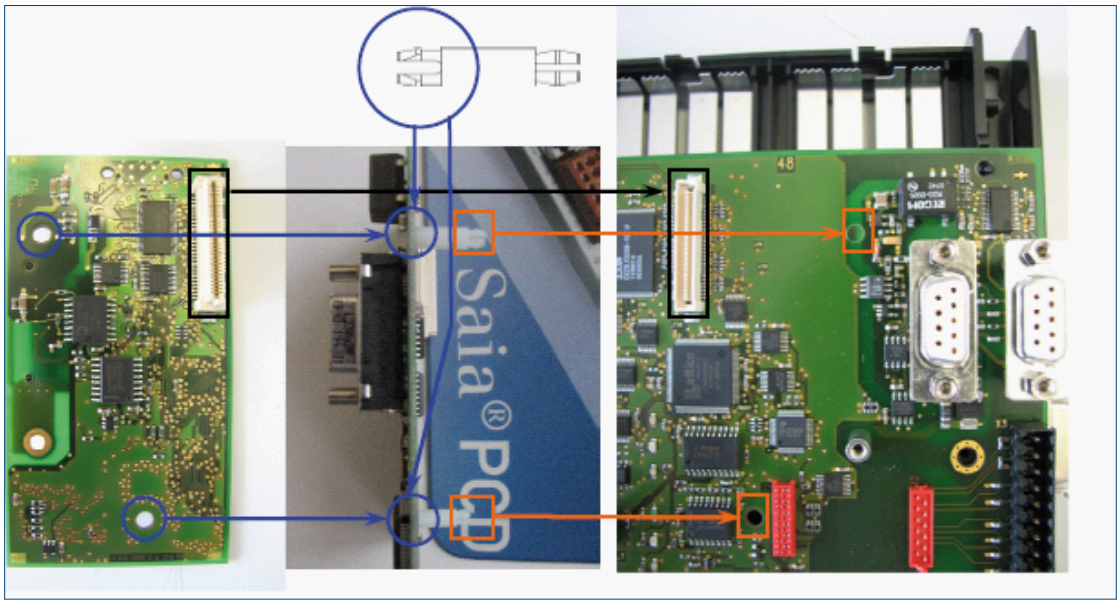

Fig. 1 Fig. 2 Fig. 3
- First, insert the two spacers on the back of the circuit boards (see Figs. 1 & 2). The rounded ends of the spacers must be inserted into the round holes in the PCD board